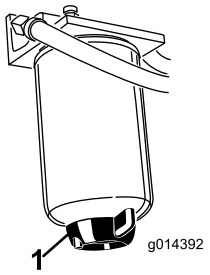

Figura 47
Spurgate ogni giorno l'acqua e altre sostanze contaminanti dal separatore di condensa (Figura 47). Sostituite la scatola del filtro ogni 400 ore di servizio.
2. Allentate il tappo di spurgo situato nella parte inferiore della scatola del filtro (Figura 47).